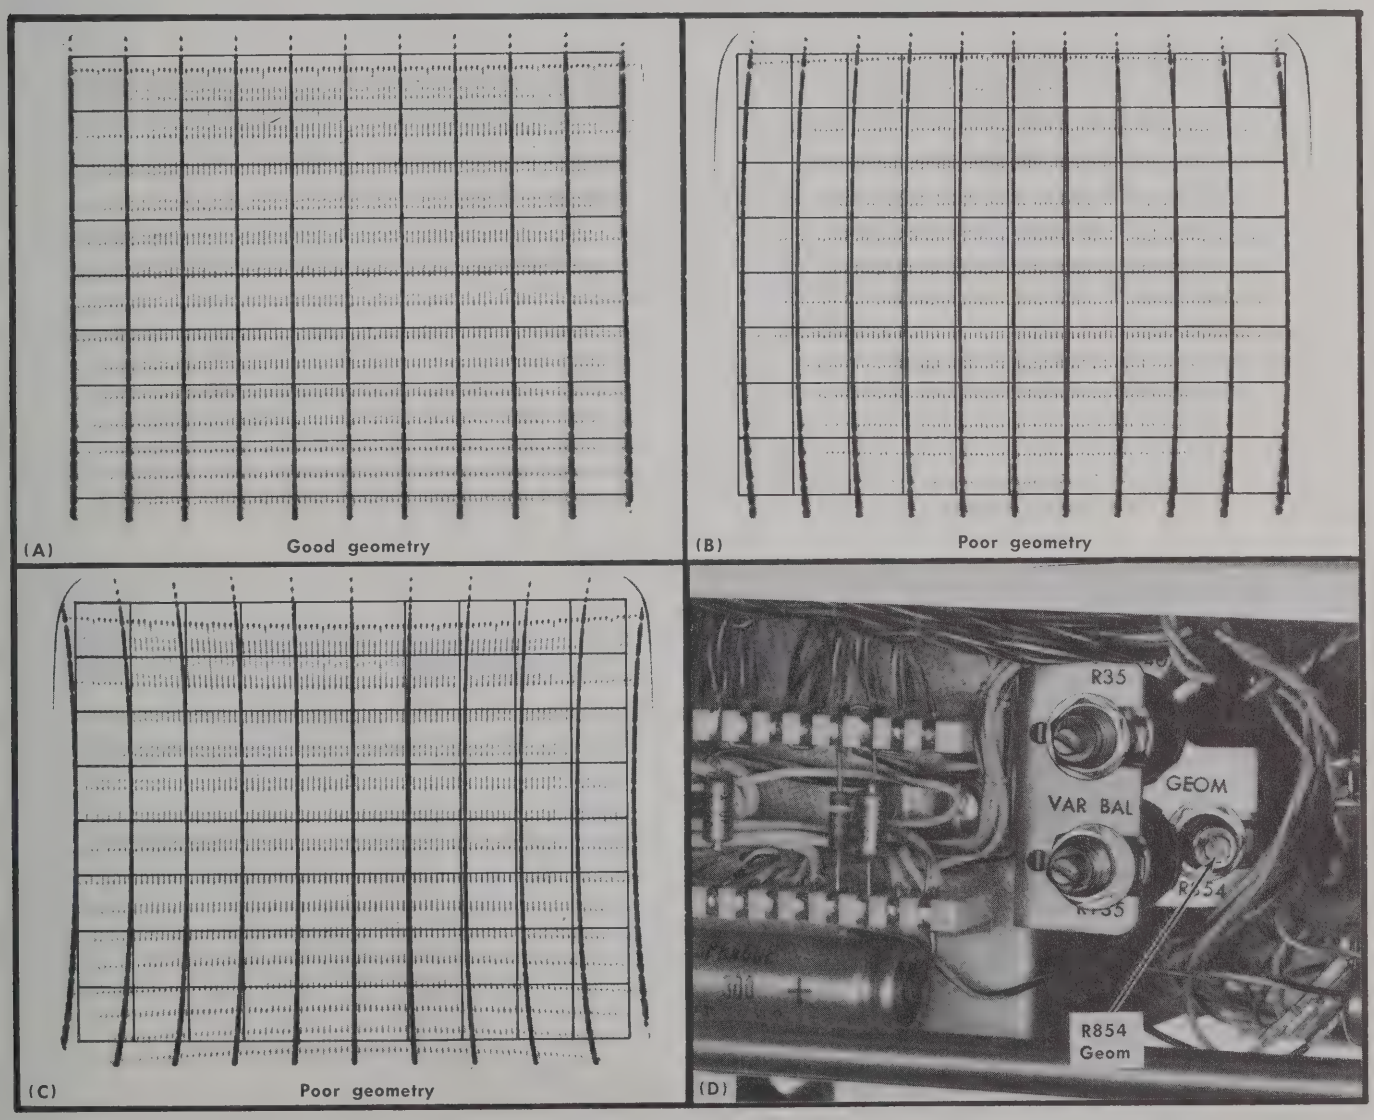

Fig. 6-12. (A) Typical CRT display of good geometry; (B) and (C) poor geometry; (D) location of Geom adjustment (left side).
b. CHECK—CRT display for minimum bowing of the markers at the left and right edges of the graticule. Fig. 6-12 shows a typical display of good geometry as well as examples of poor geometry.